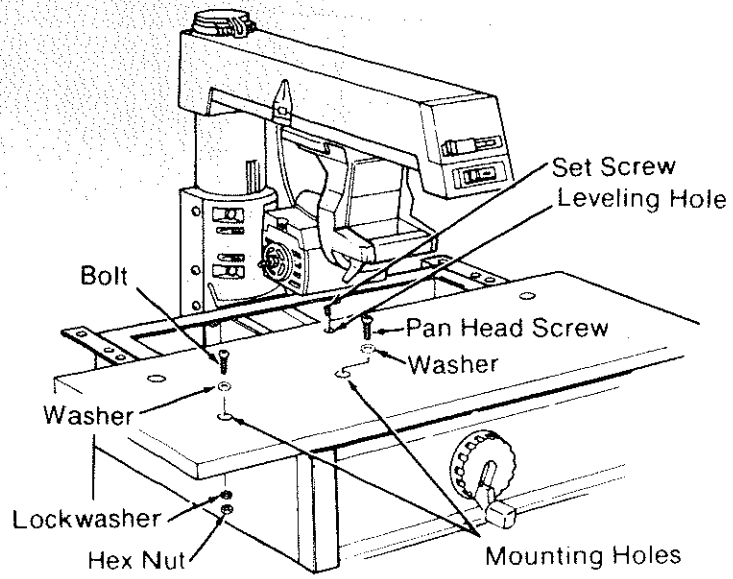

Fig. 45
4. Place the *front table* on the *saw* so that the *mounting holes* in the *table* line up with holes in the *table supports* and center channel of *saw*. (Figure 45)
5. Start the *cup point set screw* through the *leveling hole*. Do not tighten. (Figures 45 & 46)
6. Put a *washer* in each of the *mounting holes*. (Figures 45 &47)
7. Start a *pan head machine screw* through the center *mounting hole*. Do not tighten. (Figures 45 & 48).
8. Install the *pan head bolts* through the other four *mounting holes*. Put a lockwasher and hex nut on each bolt and tighten using a Phillips screwdriver. (Figures 45 & 49)